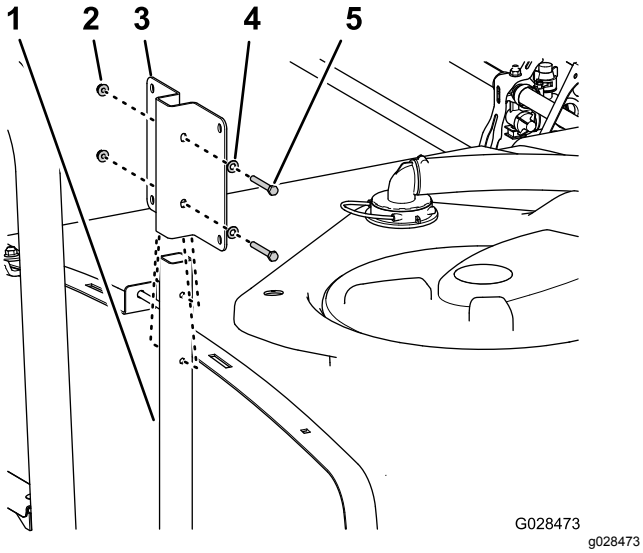

Figur 36
1. Rett inn hullene i festet til ferskvannstanken med hullene i det øvre støtterøret (Figur 36).
2. Sikre festet til røret (Figur 36) med to flenshodebolter (5/16 x 2¼ tommer), to skiver (5/16 tomme) og to flenslåsemuttere (5/16 tomme).